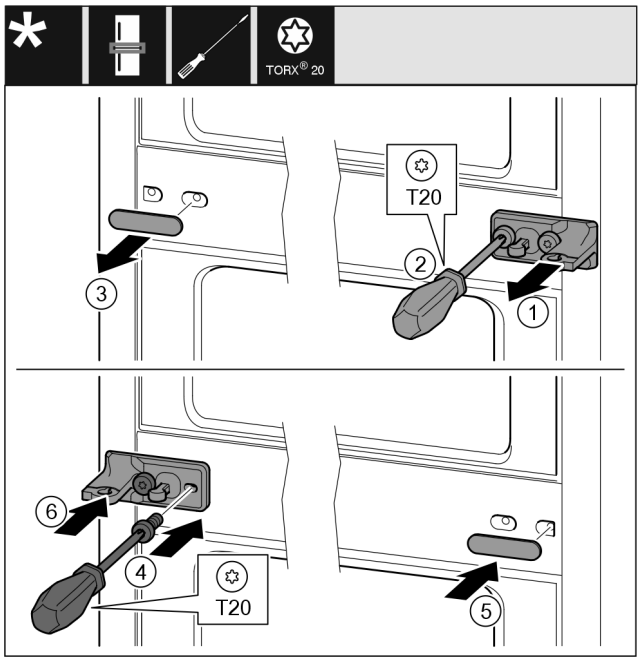

Fig. 43
▶ Stáhněte podložku *Fig. 43 (1)*.
▶ Šroubovákem vyšroubujte šrouby *Fig. 43 (2)*.
▶ Opatrně stáhněte kryt *Fig. 43 (3)*.
▶ Stojan ložiska s fólií *Fig. 43 (4)* otočený o 180° pevně přišroubujte na druhé straně.
▶ Kryt *Fig. 43 (5)* otočený o 180° připevněte na druhé straně.
▶ Zepředu nasuňte podložku *Fig. 43 (6)*.